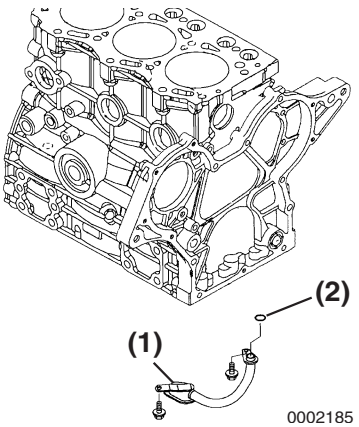

Figure 6-45
4. Remove the oil pickup tube **(Figure 6-45, (1))** and O-ring **(Figure 6-45, (2))**.